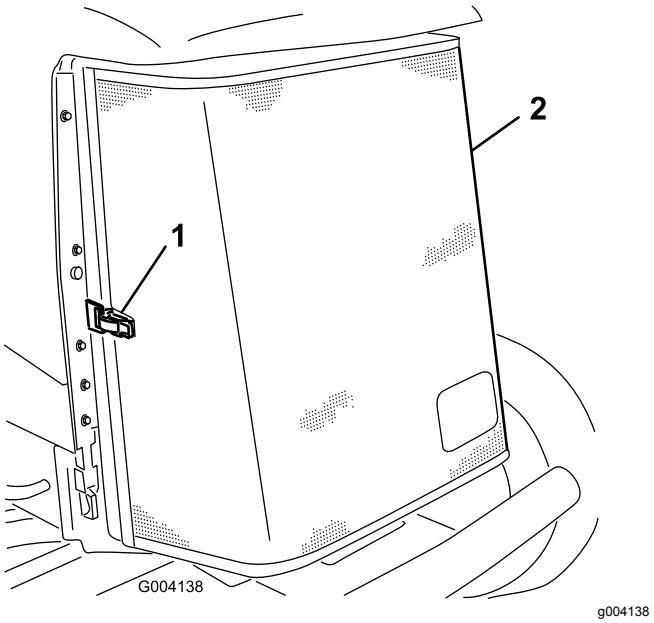

Figur 60
3. Lossa klämman och vrid upp det bakre gallret (Figur 60).